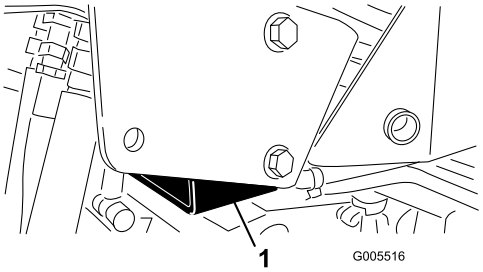

**Figur 34**
- Høyre side – under jekkputen og ved siden av støttebraketten for veltebøylen (Figur 34)